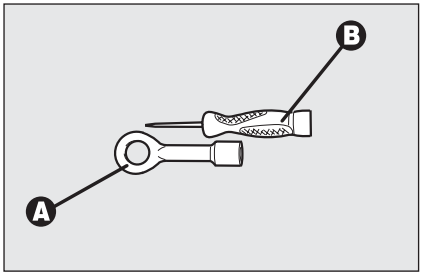
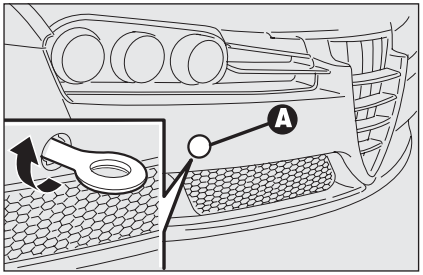

rys. 64 A0E0111m
rys. 65 A0E0230m
- ❒ wyjąć uchwyt **A-rys. 64** z pojemnika Fix&Go automatic.
- ❒ wyjąć zaślepkę **A-rys. 65** mocowaną na wcisk w zderzaku przednim. Dla wykonania tej operacji w przypadku użycia śrubokręta znajdującego się na wyposażeniu samochodu **B-rys. 64** należy zabezpieczyć końcówkę śrubokręta miękką szmatką, aby uniknąć ewentualnego uszkodzenia nadwozia samochodu.